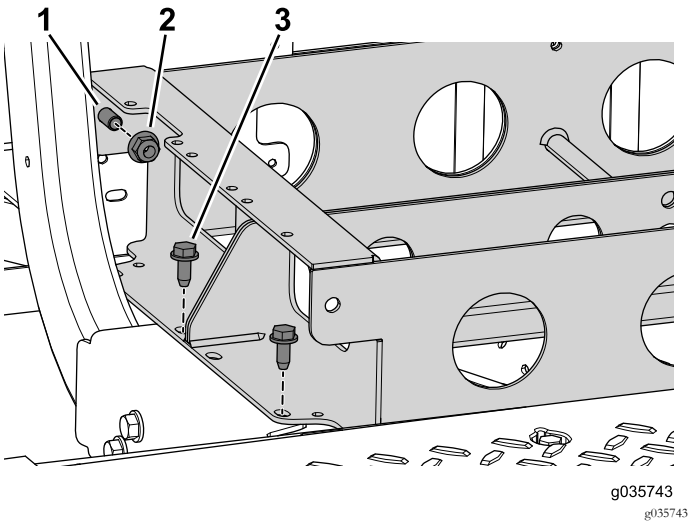

Figur 82
1. Använd två flänsmuttrar och skruvar för att sätta ihop den bakre batteribrickan med den främre (Figur 82).
2. Sätt fast den främre batteribrickan på maskinen med fyra skruvar (3/8 x 1 tum) (Figur 82).